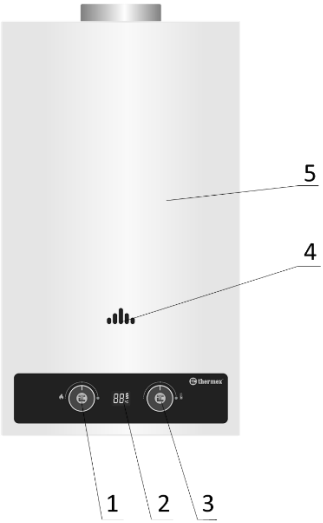

Рисунок 1
ГПВН настенного типа имеет прямоугольную форму, образуемую съёмной облицовкой, установленной на каркасе (**Рис. 1, 2**).
Составные части изделия, поясняющие принцип устройства ГПВН и требующие технического обслуживания во время эксплуатации, показаны на **Рис. 1**.
2.5.3 Основные узлы ГПВН, (Рис.1, 2):